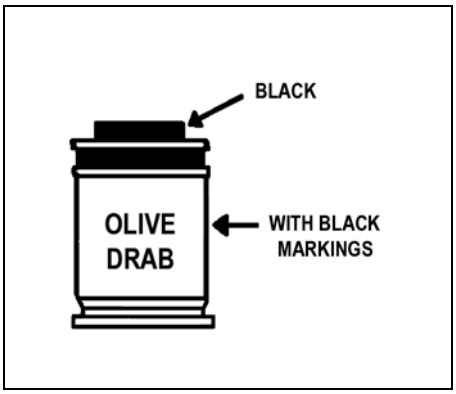

Figure 3-17. Buckshot round.
(8) ***Buckshot Round***. This round is olive drab with black markings (Figure 3-17). Though it is a multipurpose round, it is most effective in thick vegetated areas or for room clearing. Inside it has at least 2,000 pellets, which cast a cone of fire 30 meters wide and 30 meters high and travel at 269 meters per second. Be sure to aim buckshot rounds at the foot of the target. The round has no mechanical-type fuse.